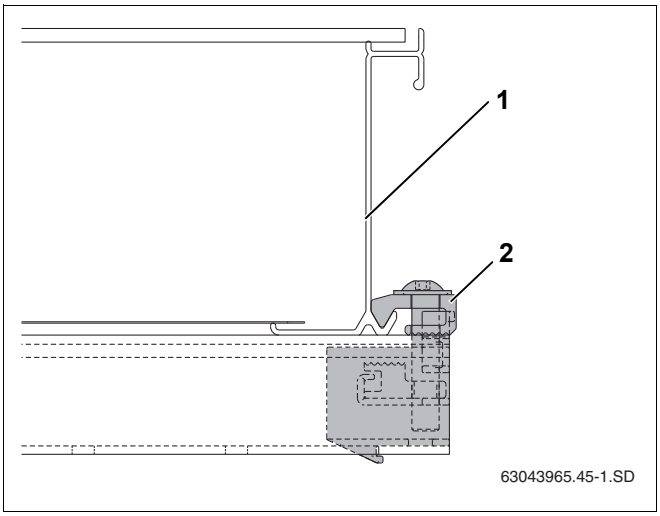

Рис. 47 Установленный односторонний зажим
- Осторожно сдвинуть коллектор (рис. 47, **поз. 1**) к одностороннему зажиму и выровнять в горизон-тальной плоскости.
- Ключом SW5 закрутить зажим (рис. 47, **поз. 2**).
Теперь прижим (рис. 47, **поз. 2**) находится в нижней кромке коллектора.